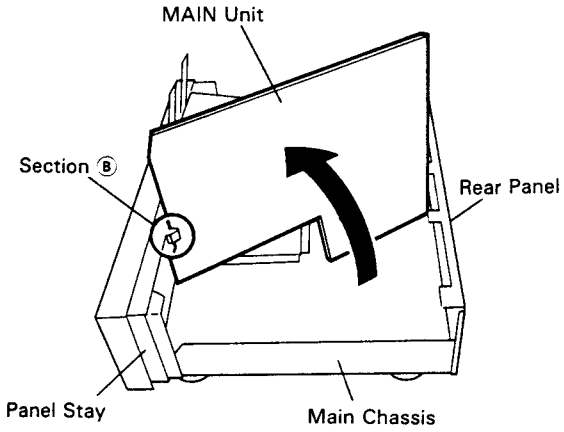

Fig. 5
10. Stand the MAIN unit up and stabilize the base against the base holder (Section Ⓑ) on the panel stay, the chassis honeycomb section, and the rear panel. (Refer to Fig. 5.)